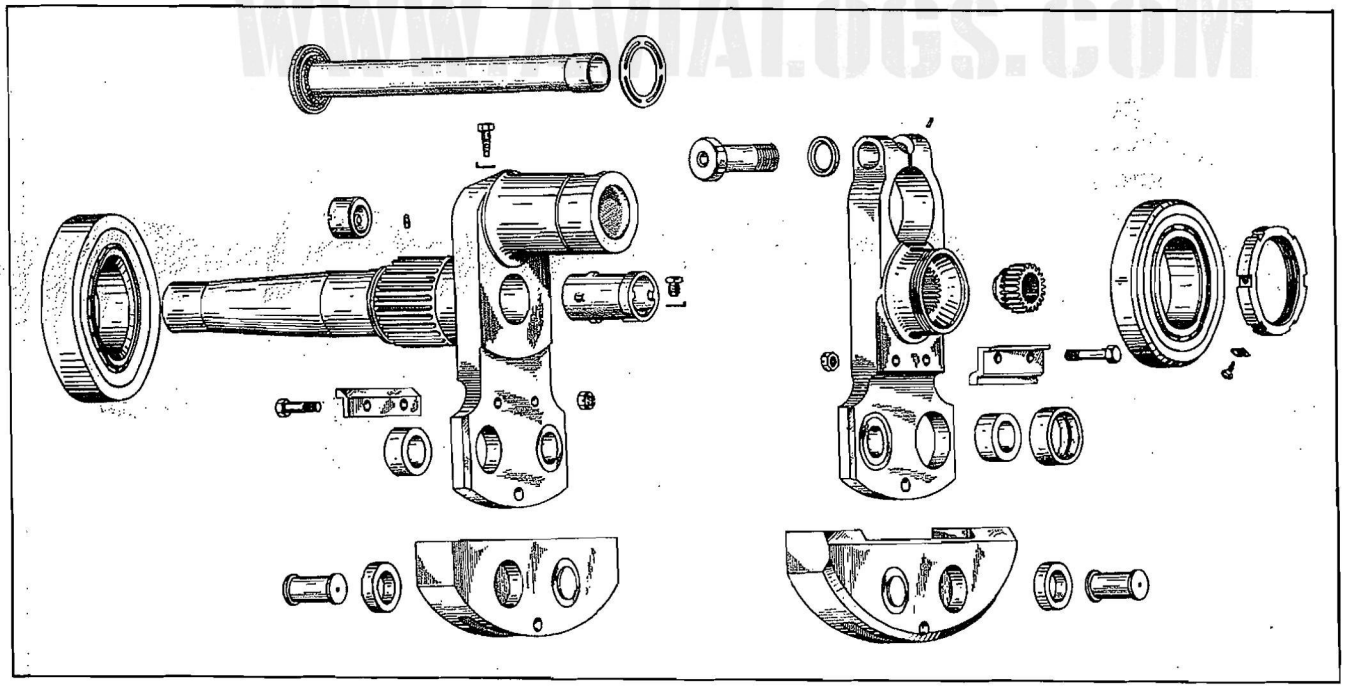

Figure 8—Crankshaft
a. The crankshaft is of a two-piece construction, single throw type, machined from alloy-steel forgings. Refer to Figure 8.